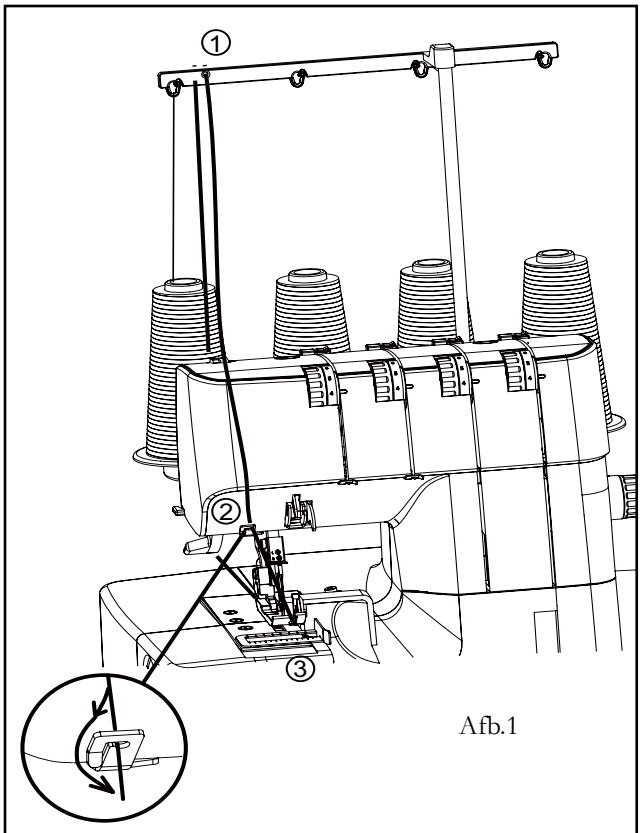

Afb.1
3. Draai de stof, breng de naaivoet omlaag en begin te naaien in de nieuwe richting. Afb. 1.
1. Plaats een "vulkoord", zoals haakkatoen, contourdraad, wol, breigaren of rimpelelastiek aan de achterkant van de garenpen van de machine. Leid het koord door de koordgeleiders (1) en (2) en dan door de linker naalddraadgeleider (3). Zie afb. 1.